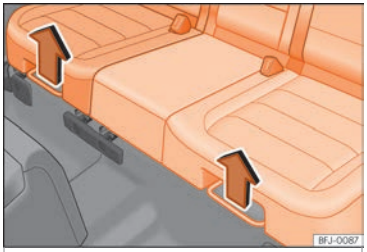

Fig. 140 Sotto la seduta del sedile posteriore: leve di regolazione.
- Tirare la leva destra o sinistra verso l'alto, nella direzione indicata dalla freccia ››› **fig. 140**, e spostare la parte corrispondente del sedile in avanti o indietro.